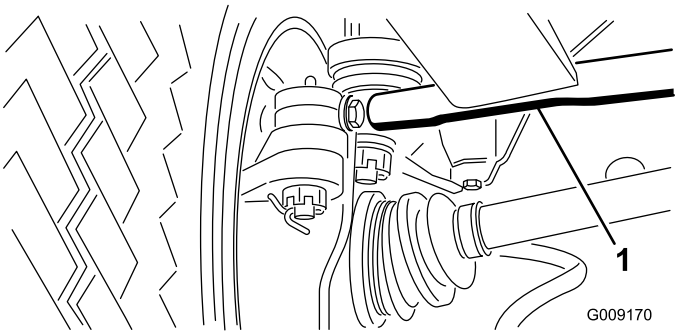

Figur 58
- På højre forhjul løsnes kontramøtrikkerne i begge ender af forbindelsesstangen (Figur 58).